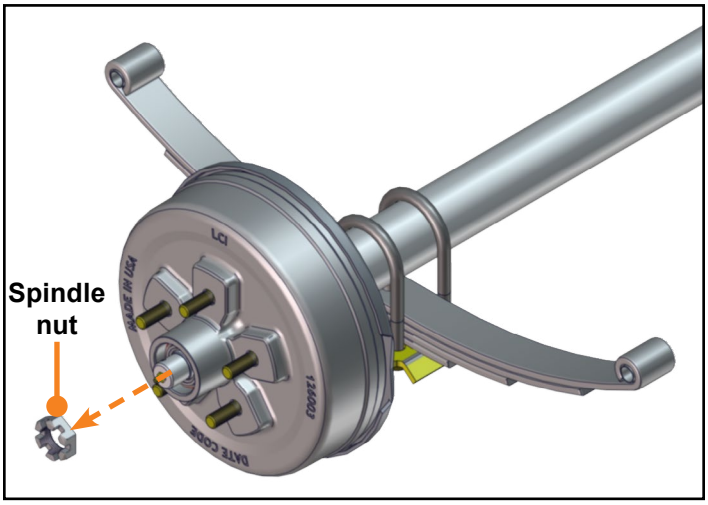

Fig.5
6. Using a socket and ratchet, remove the spindle nut from the spindle **(Fig. 5)**.